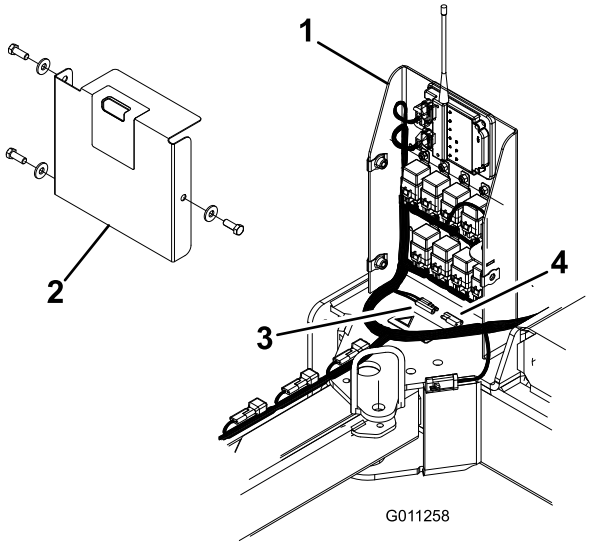

Figur 35
- Ta bort de tre (3) skruvar och brickor som fäster höljet på den elektriska lådan och ta bort höljet (Figur 35).
- Ta bort locken från anslutningarna på de oranga och röda kablarna i den elektriska lådan (Figur 35).